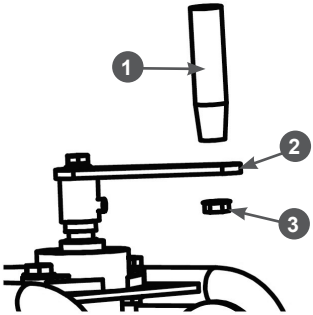

Рис. 8 Установка ручки рычага регулировки глубины реза
4. Установите ручку рычага регулировки глубины реза (Рис. 8).